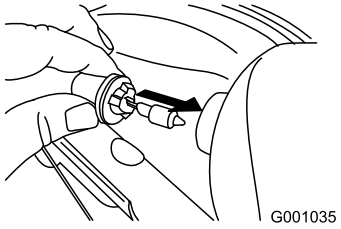

**Figur 55**
4. Sätt i en ny lampa på strålkastarens baksida (Figur 55).